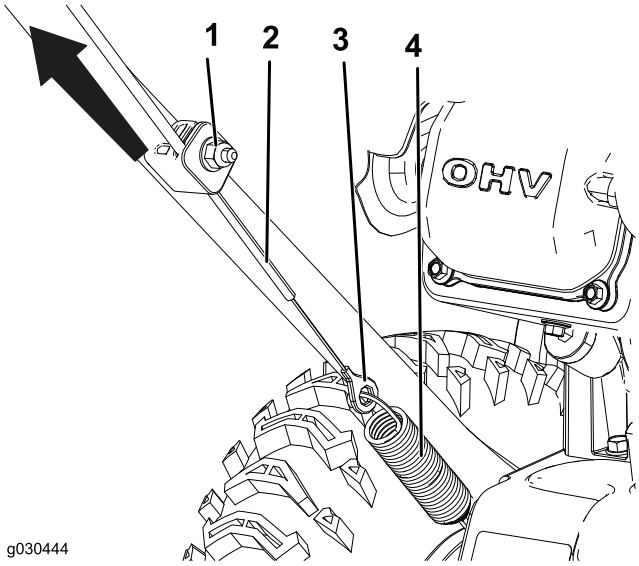

Figura24
1. Slăbiţi piuliţa de pe clema de cablu inferioară, însă nu o înlăturaţi (Figura24).
2. Trageţi cablul în sus pentru a-l tensiona mai mult (Figura24).
3. Ţineţi cablul şi strângeţi piuliţa (Figura24).